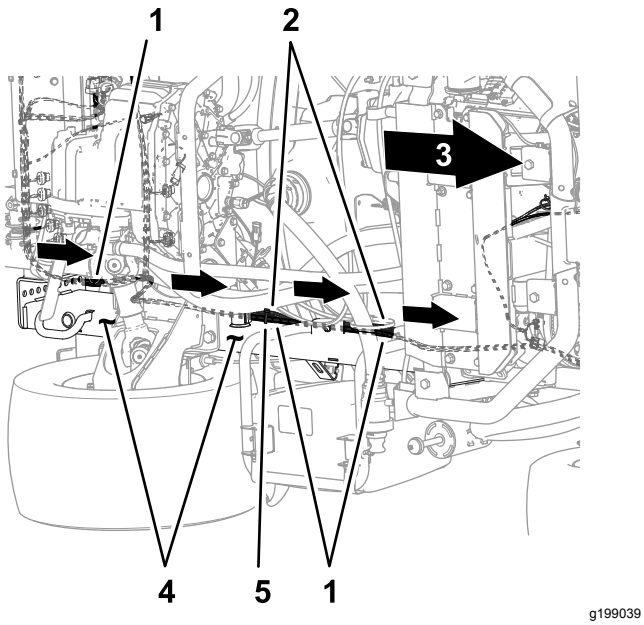
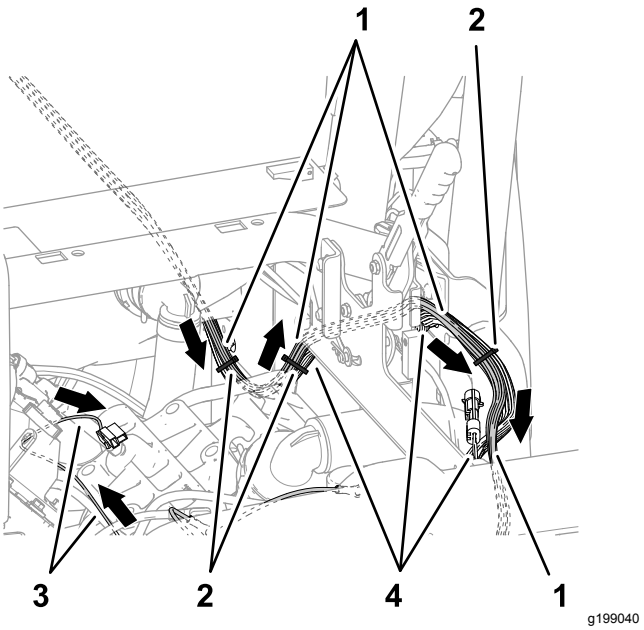
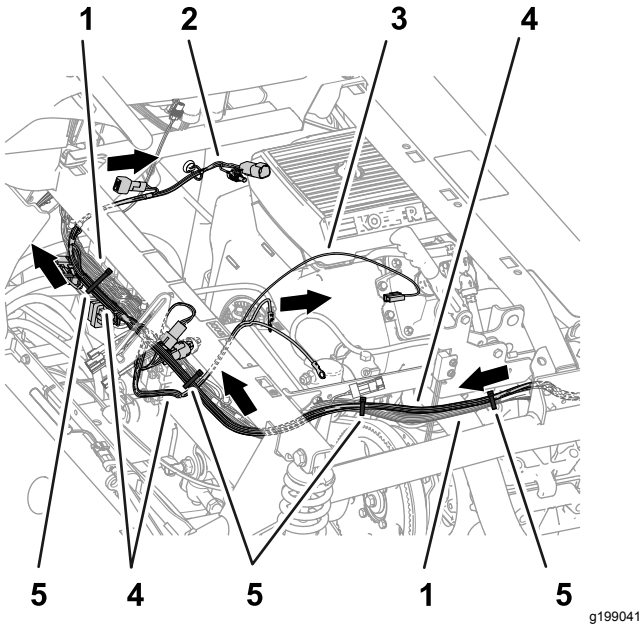

Rysunek 82
Rysunek 83
Rysunek 84
3. Poprowadź odgałęzienia 84 cm, 60 cm oraz 66 cm wiązki przewodów z zestawu do przodu wzdłuż lewego kanału ramy (Rysunek 81 oraz Rysunek 82).
4. Poprowadź odgałęzienia 84 cm, 60 cm oraz 66 cm wiązki przewodów z zestawu wzdłuż wiązki przewodów maszyny, od zewnętrznej strony zespołu hamulca postojowego (Rysunek 83).
5. Poprowadź odgałęzienia 84 cm, 60 cm oraz 66 cm wiązki przewodów z zestawu w poprzek rury wspornika amortyzatora, w sposób pokazany na Rysunek 84.
6. Zamocuj wiązkę przewodów z zestawu do wiązki przewodów maszyny w sposób pokazany na Rysunek 82, Rysunek 83 oraz Rysunek 84.